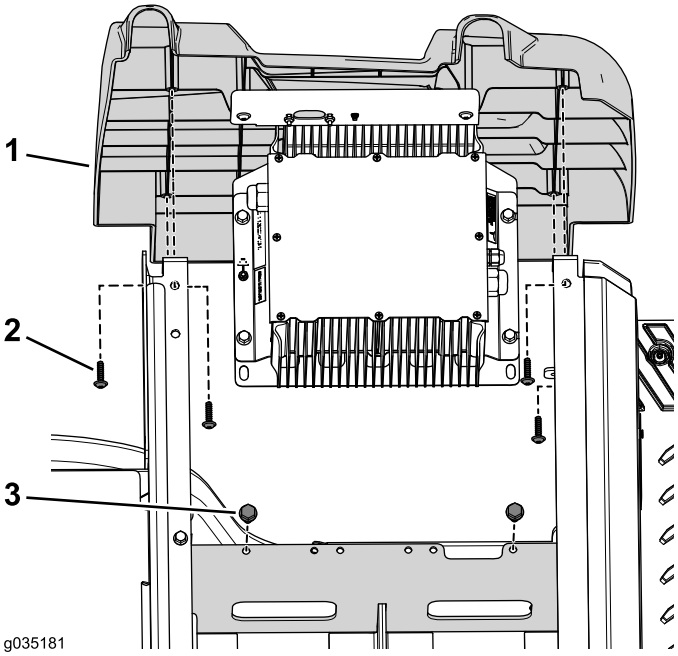

Figure 87
9. Use the 2 bolts (3/8 x 3/4 inch) to secure the charger bracket to the battery tray (Figure 87).